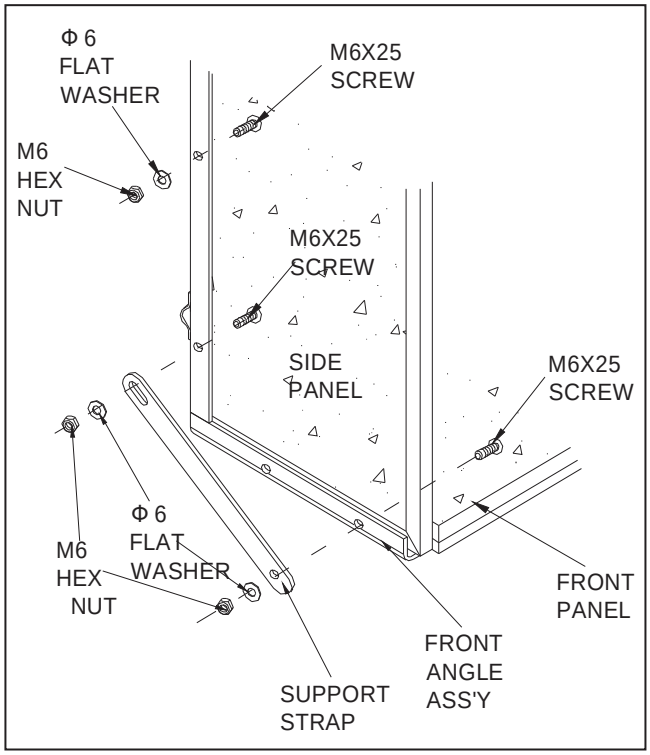

FIGURE 7
10. Place one side panel in position against a side angle and down on top of the front panel. Start one M6X25 screw through the center hole in side panel and side angle. Secure with hex nut and flat washer. See figure 7. **Only finger tighten at this time.**
11. Start one M6X25 screw through front hole on side panel and side angle. Start another M6X25 screw through top hole on side panel and front angle assembly. Next, place a support strap over these two screws and secure it with flat washers and hex nuts. **Only finger tighten at this time.** See figure 7.